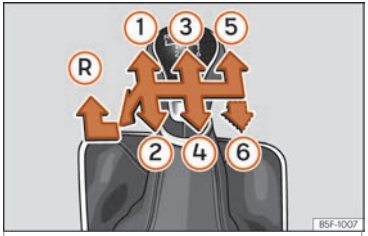

Abb. 242 Schaltschema bei einem 5-Gang bzw. 6-Gang Schaltgetriebe
Auf dem Schalthebel sind die Positionen der einzelnen Fahrgänge dargestellt ››› Abb. 242.
- Schalthebel auf Leerlauf stellen und nach unten drücken, ganz nach links und dann nach vorne schieben, um den Rückwärtsgang ››› Abb. 242 Ⓡ einzulegen.